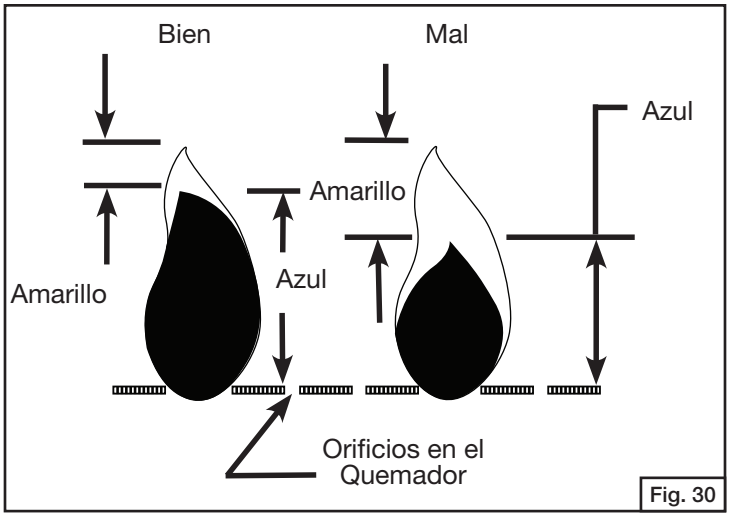

Fig. 30
- Las llamas deben parecerse a la llama buena mostrada en la Fig. 30 y de la manera siguiente: